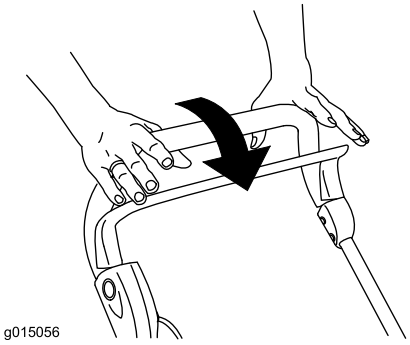

Рисунок 12
1. Отпустите рычаг управления (Рисунок 12).